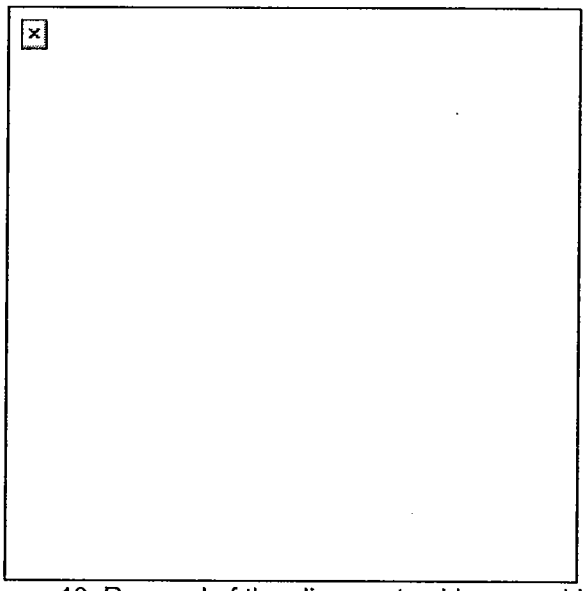

Figure 10. Removal of the alignment guide assembly.
(3) Lift off the top cover.
(4) Lift the tray out of the feeder.
g. Remove the alignment guide assembly (Figure 10).